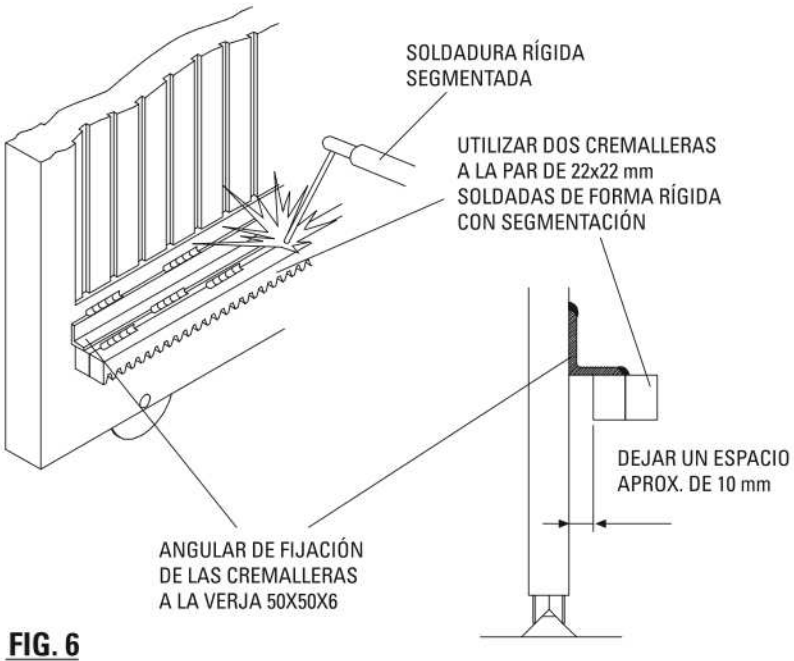

FIG. 6
- Emplear una cremallera doble de 22x22 mm de espesor (se aconseja emplear un angular de soporte para conectar las cremalleras a la verja) (Fig. 6).